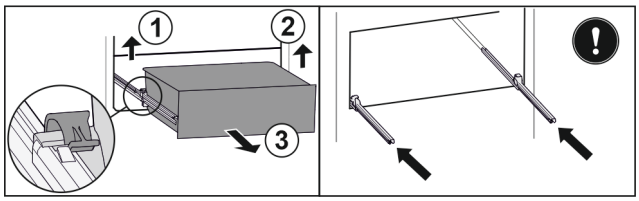

Fig. 207
▶ Lift left clamp and simultaneously pull drawer forwards on the left. *Fig. 207 (1)*
▶ Lift right clamp and simultaneously pull drawer forwards on the right. *Fig. 207 (2)*
▶ Remove drawer to the front. *Fig. 207 (3)*